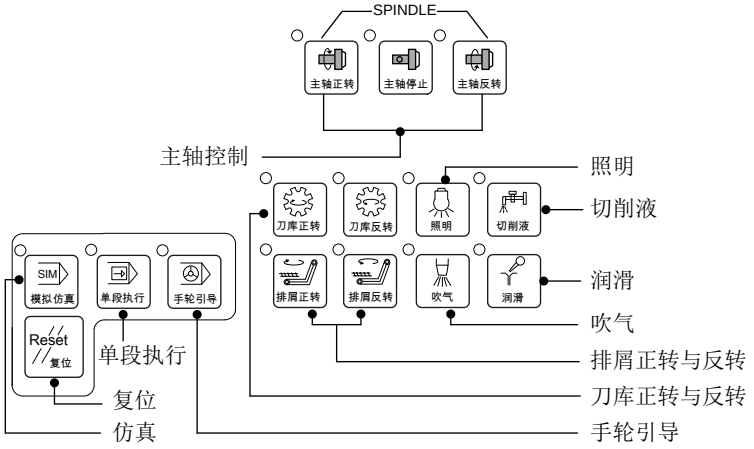

图 1-9 辅助功能按键图解
(6) 扩展按键区：包括 K1～K4 四个备用扩展按键，用于自定义快捷键实现某个功能。
(7) 辅助功能按键区：用于实现机床辅助功能的控制，主要包括主轴控制、刀库控制、照明、润滑、吹气等，具体见图 1-9 说明。